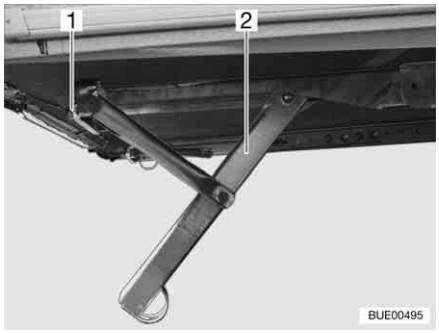
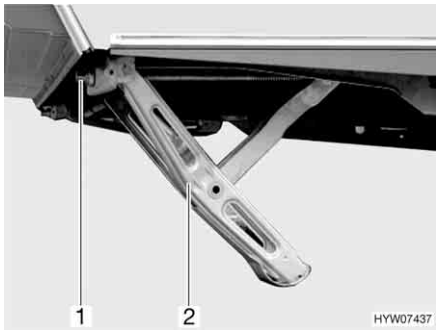

Fig. 18 Corner steady cranked down (variant 1)
Fig. 19 Corner steady cranked down (variant 2)
- Place the hand crank handle provided as standard on the hexagonal nut (Fig. 18,1 or Fig. 19,1) of the corner steady (Fig. 18,2 or Fig. 19,2).